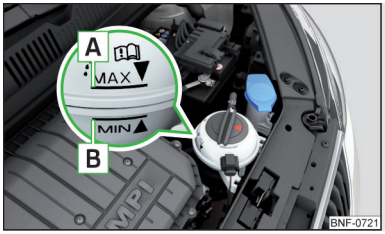

Fig. 140
Check the coolant level - The coolant level must lie between the marks A and B » Fig. 140. If the coolant level is below the mark B, top up with coolant.
The **specification** for the coolant is shown in the coolant expansion reservoir » Fig. 140.
- Do not fill the coolant above the mark A » Fig. 140. The coolant could, when heated, be expelled from the cooling system - risk of damage to the engine parts.